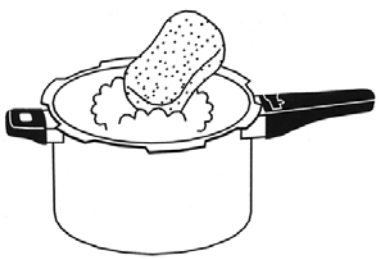

FIG.7b
1. Dependiendo de los alimentos y condimentos utilizados para cocinar, así como del contenido mineral del agua usada en la cocción, podrían aparecer manchas e incluso llegar a oscurecerse el fondo de la olla. Ésto no afectará a sus alimentos ni al funcionamiento de la olla a presión. Para su limpieza puede hervir en la olla durante 10 minutos una solución de agua y una cuarta parte de vinagre o jugo de limón y luego proceder a la limpieza con un jabón neutro y un estropajo, aclarando con abundante agua. *(FIG. 7b y 7c)*